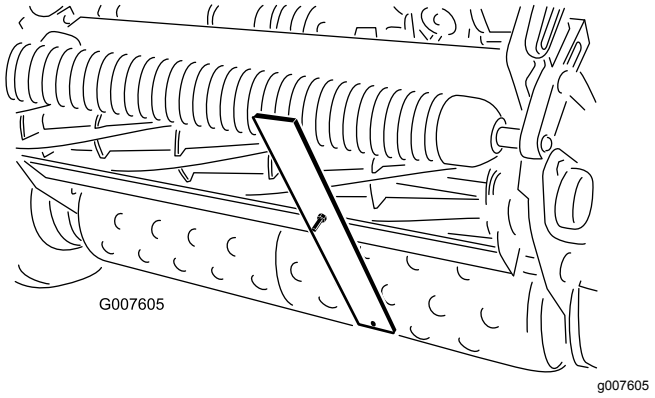

Figuur 56
4. Plaats de schroefkop op de snijrand van het ondermes en laat de achterzijde van de lat op de achterrol rusten (Figuur 56).